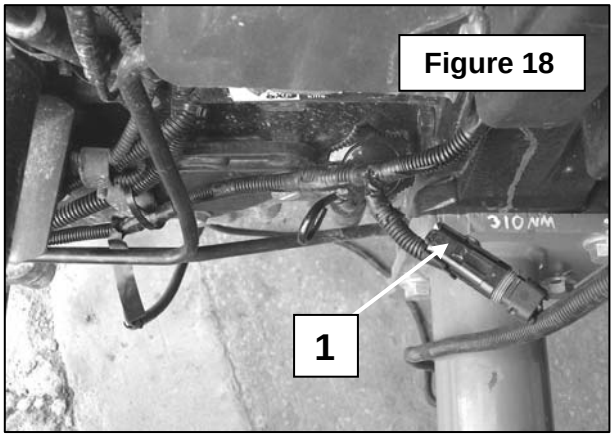

Figure 18
4. **Figures 18:** Run the 2 cavity connector near the starter.